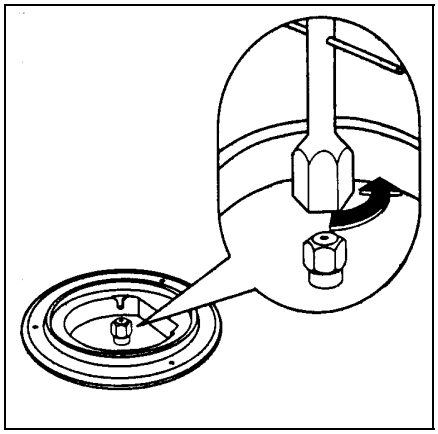

fig. 18
3. Avec une clé douille de 7, dévissez les injecteurs (fig. 18) et remplacez-les par ceux convenant au type de gaz utilisé (voir tableau n°1).